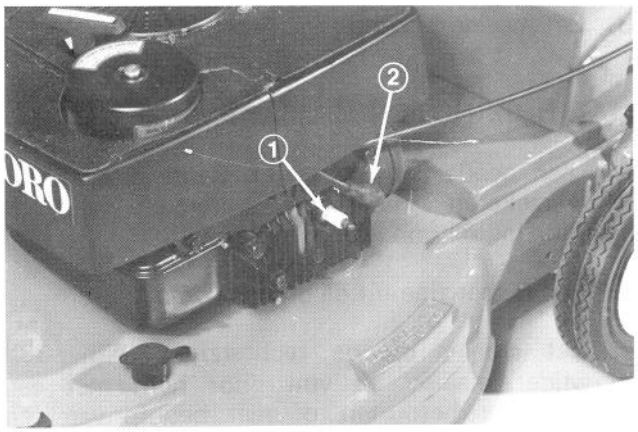

Afbeelding 26
2. Inspekteer het luchtfilterelement (Afb. 26). Wanneer nodig, verwijder het en maak schoon.
1. Verwijder bougie (Afb. 26).